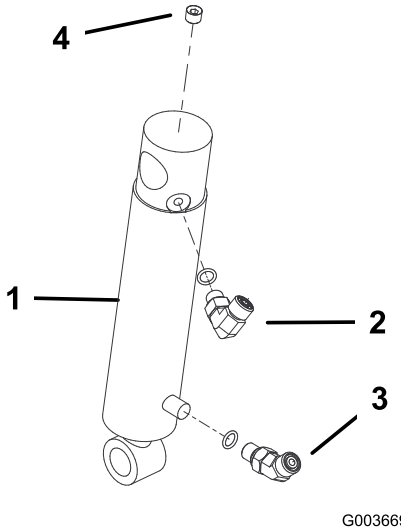

Figura 17
1. Enrosque un acoplamiento de 90° en el orificio superior del cilindro hidráulico. Posicione el acoplamiento como se muestra en la Figura 17.
2. Enrosque un acoplamiento de 45° en el orificio inferior del cilindro hidráulico. Posicione el acoplamiento como se muestra en la Figura 17.